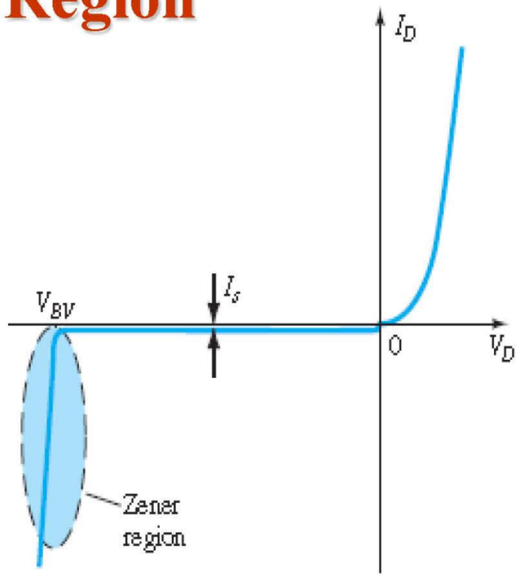

FIG. 1.17
- In Fig. 1.15 there is a point where the application of too negative a voltage with the reverse polarity will result in a sharp change in the characteristics, as shown in Fig. 1.17.